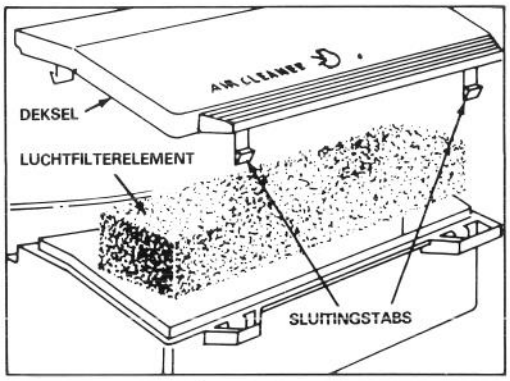

Afbeelding 15
2. Druk de sluitingstabs naar binnen en licht het deksel van de luchtfilter. Maak het deksel grondig schoon (Afb. 15).
3. Wanneer het luchtfilterelement vuil is, verwijder het uit de luchtfilter en maak het grondig schoon (Afb. 15).